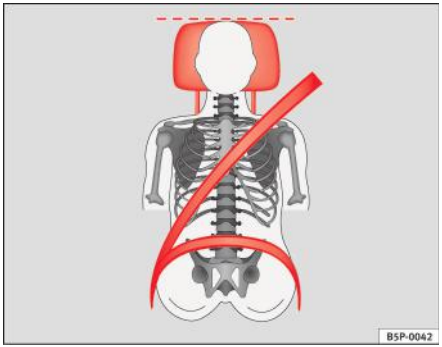
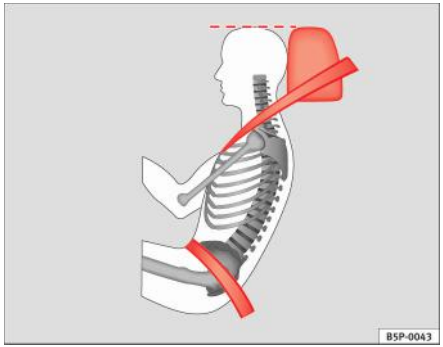

Fig. 65 Vedere din față: tetiere şi centuri de siguranță reglate corect
Fig. 66 Vedere din lateral: tetiere şi centuri de siguranță reglate corect
– Reglați tetiera astfel încât marginea superioară a acesteia să se afle la acelaşi nivel cu creştetul dumneavoastră sau cât mai aproape posibil de acest nivel, dar nu mai jos de nivelul ochilor ⇒ fig. 65 şi ⇒ fig. 66.